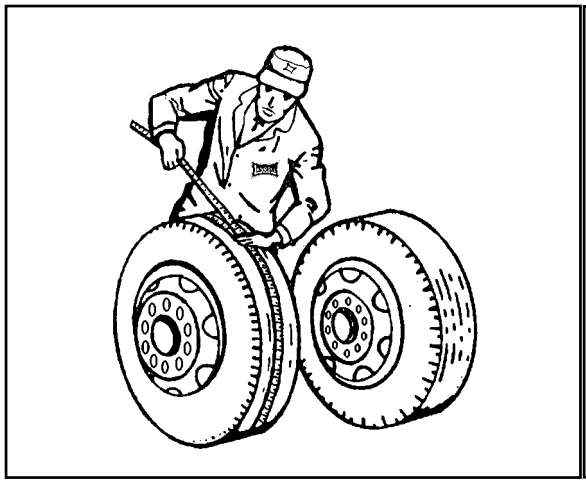

Figure 4-15 Measuring Tape Method
a. Tape Measuring Method: Measure around each tire on the tread surface. A maximum difference of 3/4" is allowed between the two mating tires of a dual **(See Figure 4-15)**.